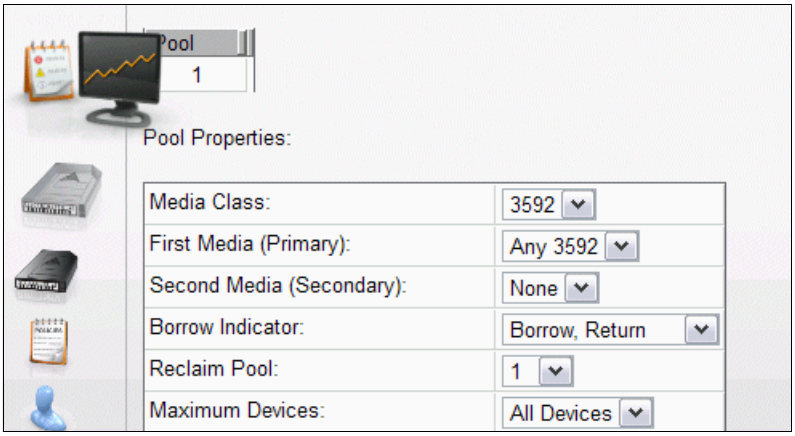
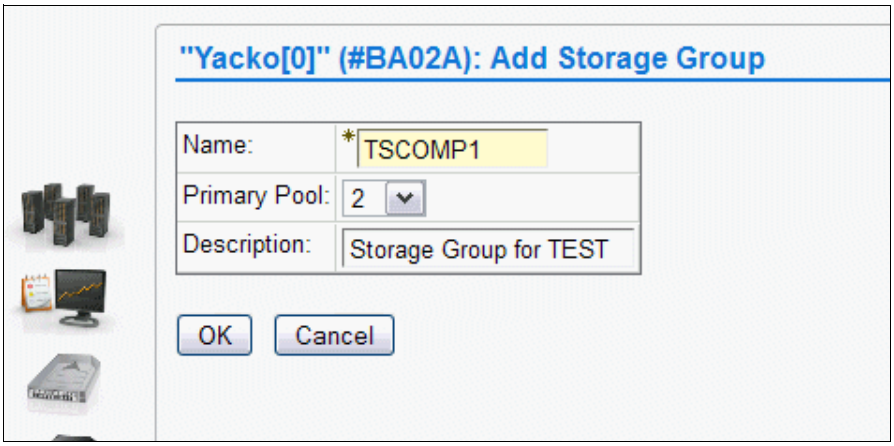

Figure I-4 Volume pools for PROD and TEST
Figure I-9 Storage Group for TEST
The Physical Volume Pool Modify Properties window that is shown in Figure I-4 is used to define reclaim policies for each of the pools. Assign logical volumes to pool 1 for PROD and pool 2 for TEST, as shown in Figure I-9 on page 1005.
5. Define an SG for TEST (named TSCOMP1) as shown in Figure I-9. Remember your requirements for secluded physical volumes, as described in “Physical volume pools” on page 1002. The definition for PROD is not shown, but it must relate to volume pool 1. Define the SG on both clusters in the grid.